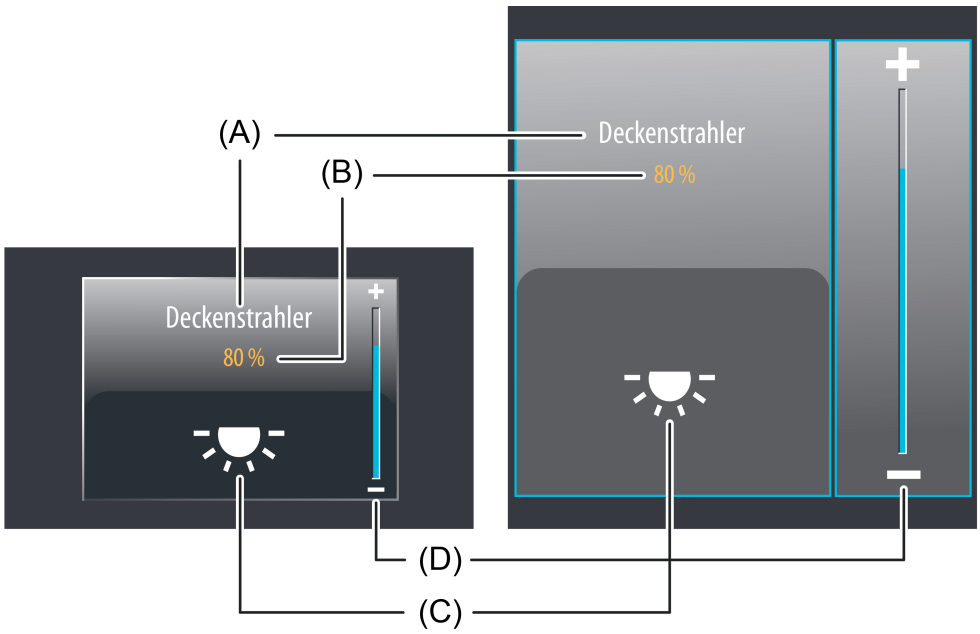

Bild 25: Beispiel für Bedien- und Anzeigeelement der Funktion "Dimmen (Start/Stopp)"
Der Anzeigebereich enthält verschiedene Darstellungselemente (Bild 25), die durch Parameter beeinflusst werden. Jede KNX Funktion kann in der Konfigurationssoftware eine Bezeichnung vergeben werden (A). Diese Text-Bezeichnung wird im Anzeigeelement zentriert zur Anzeige gebracht, wodurch steuerbare KNX Funktionen für den Anwender kenntlich gemacht werden (z. B. "Deckenstrahler"). Zusätzlich kann unterhalb der Bezeichnung ein Statuswert (B) eingeblendet werden, der abhängig z. B. vom Objektwert der Dimmwert-Rückmeldung des angesprochenen Dimmaktors Helligkeitswerte im Klartext anzeigt ("0...100 %"). Solange nach einem Gerätereset noch kein Rückmeldungs-Objektwert empfangen wurde, zeigt der Statuswert "---%" an.